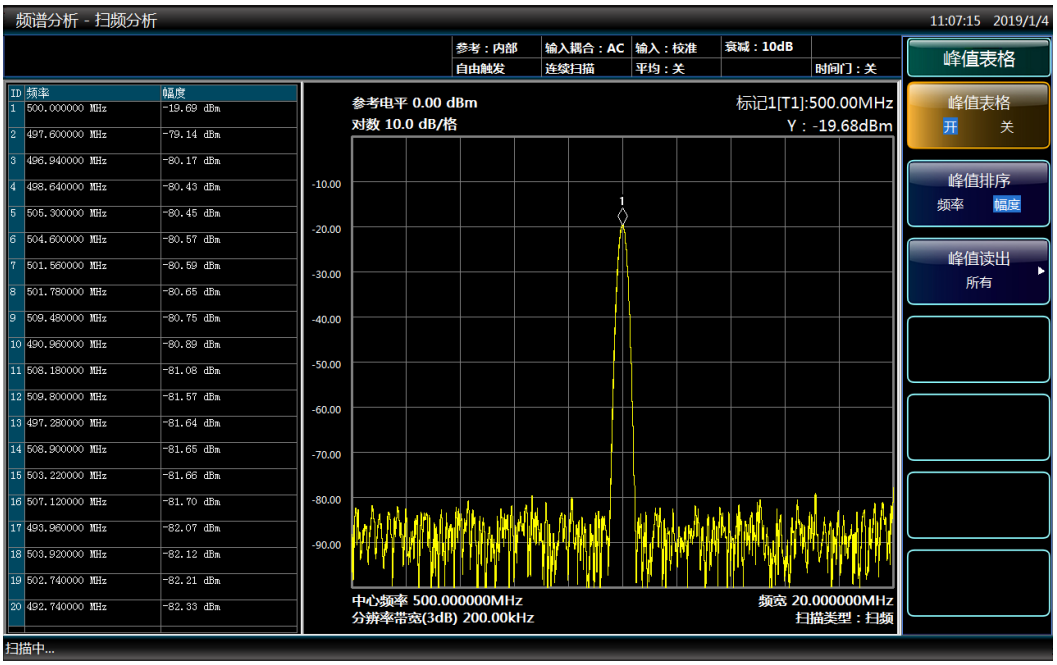

图 3.21 打开峰值表格界面
- 按[菜单 1/2][峰值表格 ▸][峰值表格 开 关]，打开标记峰值列表新窗口，如图 3.21 所示。